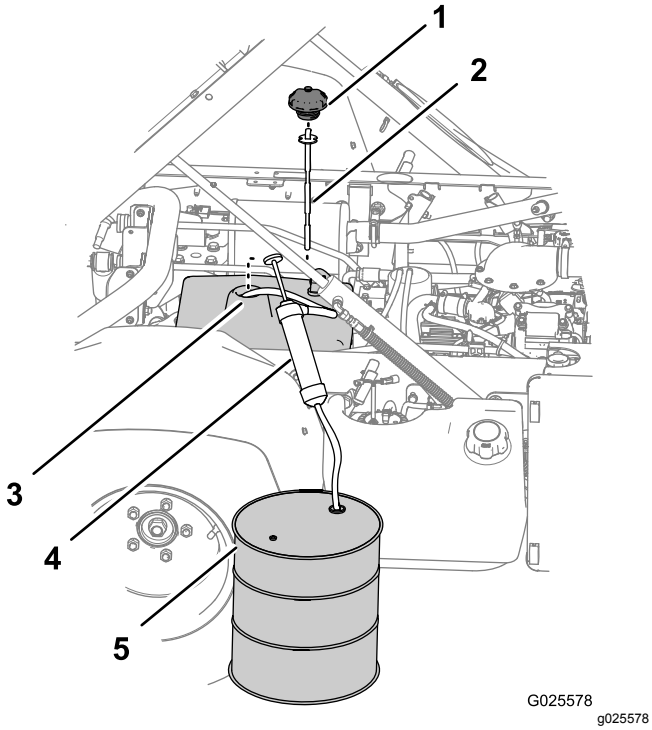

図 82
3. タンクの補給口についているディップスティックとキャップを外す図 82。
4. サイホンに吸い込みホースを接続し、ホースを油圧タンクの補給口からタンク内部に入れ、タンクの底まで送りこむ図 82。
5. 吸い込みホースの端を回収容器に入れる図 82、回収容器は、12 リットルのオイルを回収できる大きさが必要である非TC モデル。ハイフロー油圧キットオプションを搭載している非TC モデルやTC モデルの場合には、 20 リットルのオイルを回収できるだけの大きさが必要である。
7. 抜き取りを終了したら、タンクからサイホンを取り外す図 82。
8. 油圧オイルタンクに油圧オイルを入れる。油量は非 TC モデルの場合には 7.5 リットル、ただしオプションのハイフロー油圧キットを取り付けている非TC モデルの場合や TC モデルの場合は 15.1 リットルである図 82。
9. 油圧オイルタンクの補給口にディップスティックとキャップを取り付ける図 82。